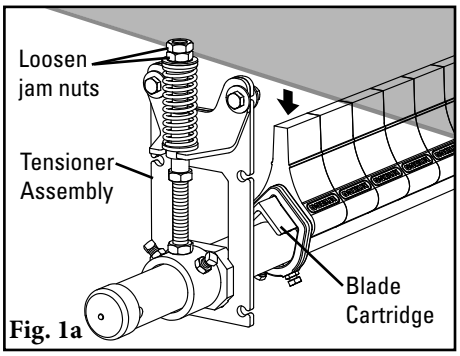
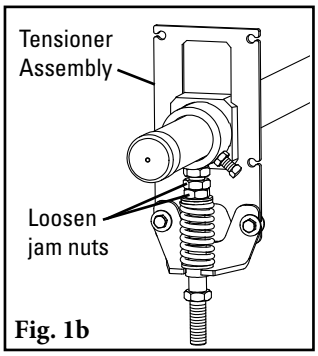

Fig. 1a
Fig. 1b
1. **Lower cleaner away from belt.** Loosen jam nuts on threaded rods to remove tension and lower the cleaner (Fig. 1a - Pull-up Tensioning; Fig. 1b - Push-up Tensioning). If mounted on a chute, remove near side tensioner assembly to access blade cartridge.